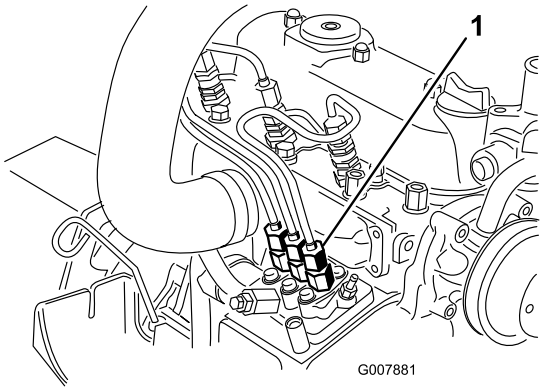

Rysunek 41
1. Umieść szmatę pod połączeniem rurowym wychodzącym z pompy wtryskowej do dyszy wtryskiwacza nr 1, zgodnie z rysunkiem Rysunek 41.